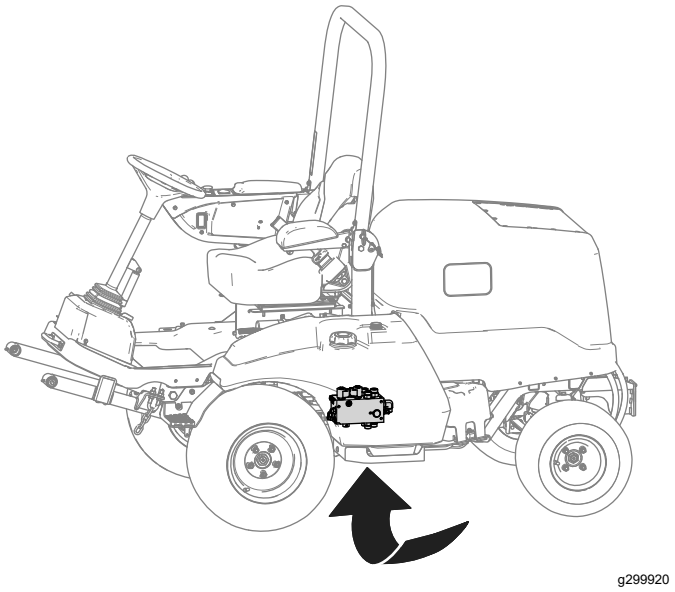

Figur 23
3. Lokalisera lyftförgreningslådan under maskinen (Figur 23).